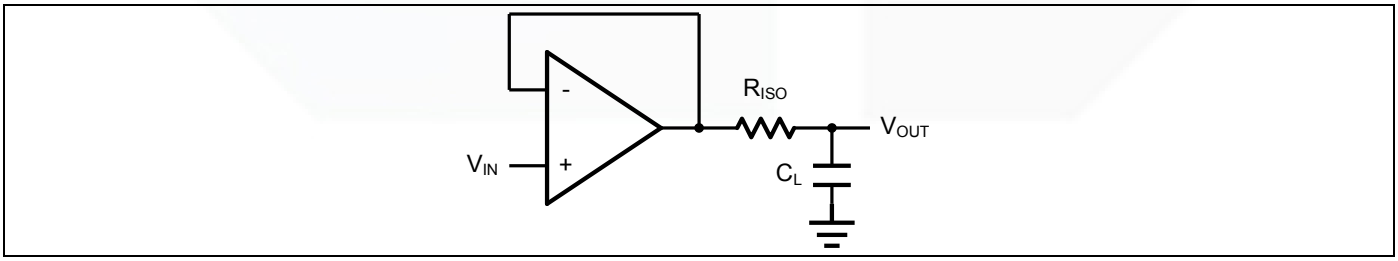
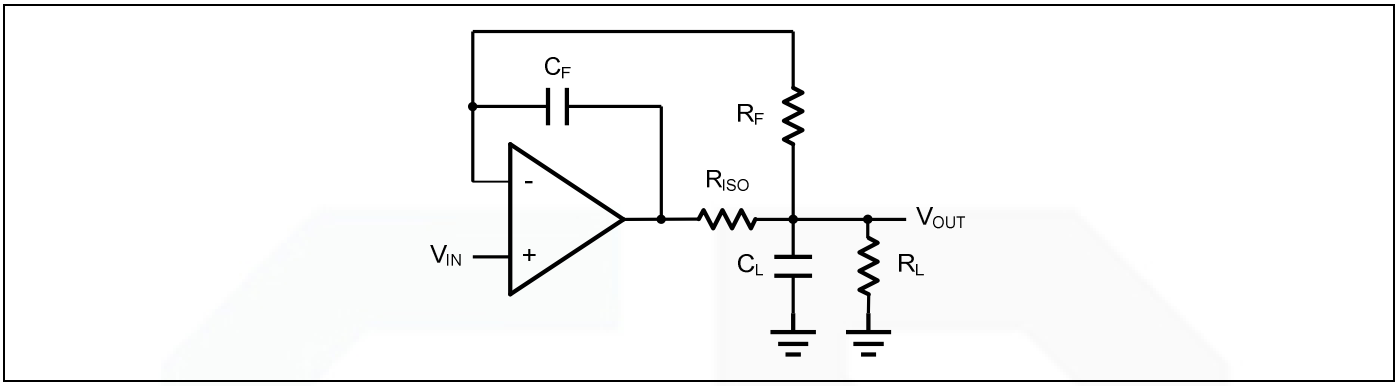

Figure 2. Indirectly Driving a Capacitive Load Using Isolation Resistor
Figure 3. Indirectly Driving a Capacitive Load with DC Accuracy
The GS805X family is optimized for bandwidth and speed, not for driving capacitive loads. Output capacitance will create a pole in the amplifier's feedback path, leading to excessive peaking and potential oscillation. If dealing with load capacitance is a requirement of the application, the two strategies to consider are (1) using a small resistor in series with the amplifier's output and the load capacitance and (2) reducing the bandwidth of the amplifier's feedback loop by increasing the overall noise gain. Figure 2. shows a unity gain follower using the series resistor strategy. The resistor isolates the output from the capacitance and, more importantly, creates a zero in the feedback path that compensates for the pole created by the output capacitance.
The circuit in Figure 3 is an improvement to the one in Figure 2. R_F provides the DC accuracy by feed-forward the V_{IN} to R_L. C_F and R_{ISO} serve to counteract the loss of phase margin by feeding the high frequency component of the output signal back to the amplifier's inverting input, thereby preserving the phase margin in the overall feedback loop. Capacitive drive can be increased by increasing the value of C_F. This in turn will slow down the pulse response.